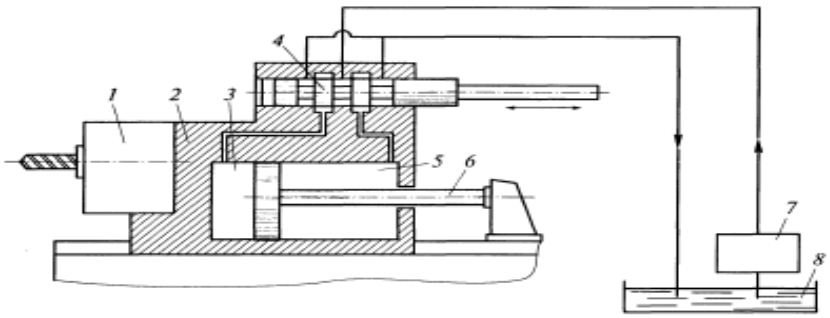

Рисунок 1 - Схема гидравлической следящей системы поступательного движения:
1. Проанализировать входящие в состав устройства (рис.1) элементы и опишите принцип работы устройства